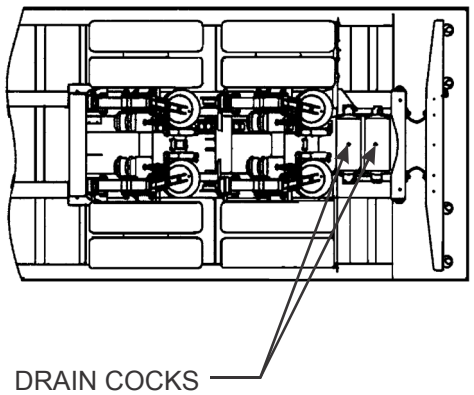

Figure 4-11: Drain Cock Locations
4. Drain air reservoir daily. A drain cock on the bottom of each air reservoir vents the tank to drain collected water and oil. If held open, air pressure in the tanks is relieved, causing the emergency or parking brakes to be applied **(See Figure 4-11.)**